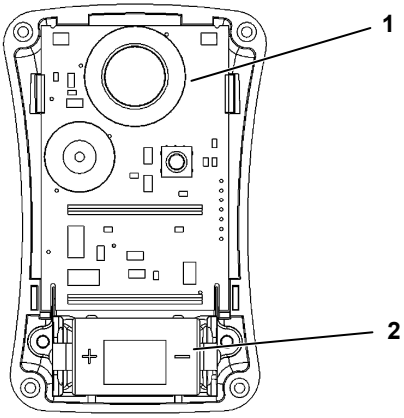

Bild 9 Byta sensor och batteri
(1) Ta bort de fyra skruvarna som håller samman höljets delar.
(2) Ta försiktigt bort fronthöljet för att komma åt sensorn (finns på instrumentets överdel, nära larmlamporna → Bild 9).
(3) Ta bort sensorn från infästningarna.